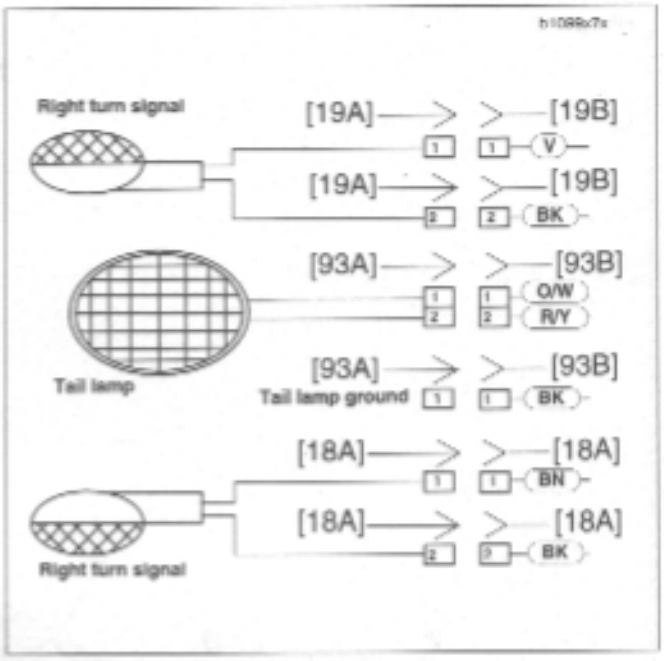

Figure 7-49. Rear Turn Signal Connections
3. See Figure 7-49. Disconnect bullet connectors on turn signal wires.
1. See Figure 7-49. Insert bullet connectors through license plate bracket (4) and tail section (7).
2. Install reflector bracket (3).
a. Place license plate bracket into position over threads on turn signal (1).
3. Attach turn signal using lockwasher (5) and fastener (6).Tighten fastener to 25-28 **in-lbs** (2.8-3.2 Nm).
4. Attach bullet connectors on turn signal wires as shown in Figure 7-49.